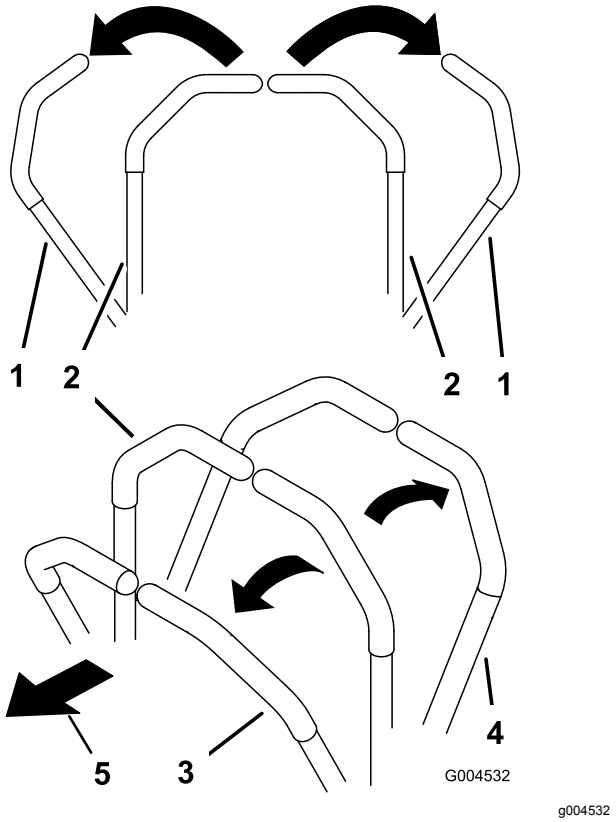

Rysunek 20
- Aby jechać do przodu, powoli przesuń dźwignie sterowania do przodu (Rysunek 20).
- Aby jechać do tyłu, powoli przesuń dźwignie sterowania do tyłu (Rysunek 20).
- Aby skręcić, zmniejsz prędkość maszyny, pociągając obie dźwignie do tyłu, a następnie popychając dźwignię po stronie, w którą ma zostać wykonany skręt, do przodu (Rysunek 20).